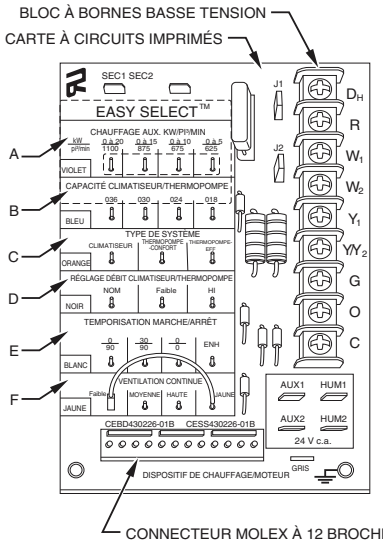

Fig. 17 - Détail sur les connexions de la carte de circuit imprimé FV4C
L'installateur utilise les prises Easy Select™ pour configurer un système. Le moteur ECM utilise les prises sélectionnées pour modifier son fonctionnement conformément à un tableau de débits d'air préprogrammés. (Consultez les figures 3 et 4.) Les débits d'air sont basés sur la capacité des systèmes ou sur leur mode de fonctionnement et ils se modifient en réponse à d'autres conditions telles que la nécessité d'une déshumidification. (Consultez les figures 17 et 18.)
L'installateur doit sélectionner le débit d'air de chauffage auxiliaire approuvé pour la capacité en kW des applications dotées du dispositif de chauffage installé. Si aucun dispositif de chauffage n'est installé, vous pouvez ignorer cette étape. Chaque broche de sélection est identifiée par une plage de dispositifs de chauffage pour lesquels le débit d'air (également indiqué) est approuvé. Pour un confort optimal, sélectionnez la plage de puissance (kW) la plus étroite correspondant à celle du dispositif de chauffage, p. ex., 0 à 10 pour un dispositif de chauffage de 10 kW. Pour garantir un fonctionnement sûr et sans interruption, le débit d'air doit être supérieur au débit minimal du dispositif de chauffage électrique pour la capacité du système installé. (Consultez les tableaux 5 et 6 pour les détails sur la distribution du débit d'air et le débit minimal.) Notez que le débit d'air indiqué est le débit d'air fourni en mode chauffage d'urgence et en mode chauffage sur les climatiseurs lorsque le chauffage électrique est la source de chauffage primaire. En mode chauffage par thermopompe lorsque les dispositifs de chauffage électrique sont alimentés, le moteur ECM fournira le débit d'air le plus élevé entre le débit d'air de chauffage de la thermopompe et le débit d'air du dispositif de chauffage électrique, afin de garantir un fonctionnement sûr du dispositif de chauffage. La sélection en usine est la plus grande plage autorisée du dispositif de chauffage. (Consultez la figure 17, tel qu'indiqué par A.)
Le réglage d'usine de la capacité du climatiseur ou de la thermopompe est celle de l'appareil extérieur de plus grande capacité prévu pour le modèle de ventilo-convecteur acheté. L'installateur doit sélectionner la capacité du climatiseur ou de la thermopompe de façon à s'assurer que le débit d'air distribué se trouve dans la plage de capacité appropriée pour l'appareil installé. Ceci s'applique à tous les modes de fonctionnement, à l'exception des modes de chauffage électrique. (Consultez la figure 17, tel qu'indiqué par B.)
3. HP-EFF (THERMOPOMPE-EFF) — Ce réglage fournit le même débit d'air pour les modes de chauffage et de refroidissement pour augmenter l'efficacité de la thermopompe, soit environ 350 pi³/min par tonne. Le réglage usine est AC (CLIMATISEUR). (Consultez la figure 17, tel qu'indiqué par C.)
HI (Élevée) fournit un débit d'air supérieur de 15 % à la capacité nominale sélectionnée de l'appareil et le réglage LO (Faible) fournit un débit d'air inférieur de 10 % à la capacité nominale sélectionnée de l'appareil. Les options de réglage sont fournies pour régler le débit d'air pour répondre aux besoins de chaque installation en matière de bruit, de confort et d'élimination de l'humidité. (Consultez la figure 17, tel qu'indiqué par D.)
Quatre profils de temporisation de fonctionnement du moteur sont prévus pour personnaliser et optimiser le fonctionnement du système. (Consultez la figure 17, tel qu'indiqué par E.) Les options de sélection sont :
1. Vitesse faible (LO) — réglage d'usine, 50 % du débit d'air en mode climatisation.
3. Haute vitesse (HI) — branchez le connecteur sur HI (100 % du débit d'air en mode de refroidissement). (Consultez la figure 17, tel qu'indiqué par F.)
La configuration suivante du ventilo-convecteur est celle recommandée pour optimiser les capacités de contrôle d'humidité, de chauffage et de refroidissement de l'air : (Consultez la figure 17.)
7. Si le ventilo-convecteur est installé avec des dispositifs de chauffage compatibles avec un étagement Intelligent, retirez le cavalier J2. (Consultez la figure 17.)
Les bornes AUX et HUM de la carte Easy Select du ventilo-convecteur sont reliées directement à la borne G et fournissent un signal de 24 V c.a. lorsque la borne G est alimentée. (Consultez les figures 17 et 18.) Durant les modes Super Dehumidify et SuperComfort / Perfect Heat, le signal G est absent et les bornes auxiliaires ne sont pas alimentées. Si l'installation comporte ces modes de fonctionnement, n'utilisez pas ces bornes pour commander les accessoires. Consultez les sections relatives au purificateur d'air électronique et à l'humidificateur pour obtenir de plus amples renseignements.